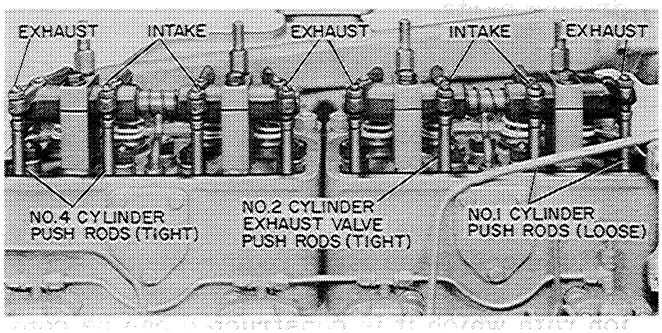

Figure I-57
b. Check the valve push rods, Figure I-57. When the number 1 piston is at the correct number of degrees before Top Dead Center, the push rods will be as indicated in Figure I-57. If the push rods are not as indicated in Figure I-57, crank the engine one complete revolution and recheck the push rods.